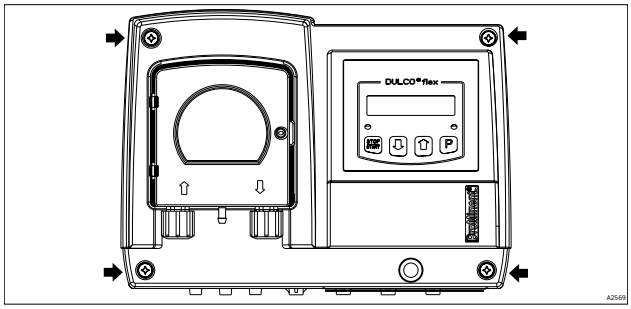

Fig. 7: 4 screws (arrows) on the upper part of the housing
2. Loosen the 4 screws on the upper part of the housing, *Fig. 7*.